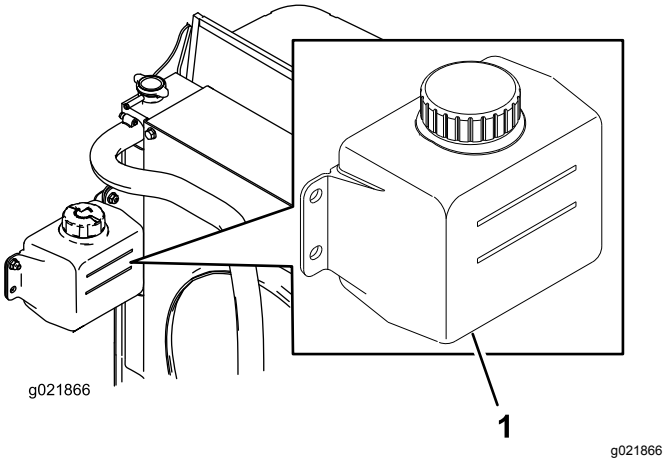

Figur 16
1. Kontroller kølevæskestanden i ekspansionsbeholderen (Figur 16).